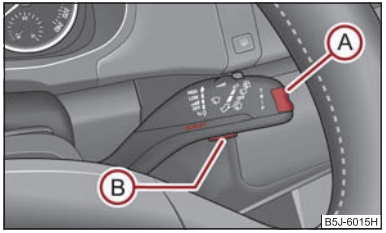

Fig. 19 Indicador multifunción: Elementos de mando
La conmutación de las memorias se efectúa con la tecla (B) ⇒ fig. 19 en la palanca del limpiaparabrisas.
La tecla basculante (A) y la tecla (B) se encuentran en la palanca del limpiaparabrisas ⇒ fig. 19.
Si la temperatura desciende por debajo de +4°C, delante del indicador de temperatura aparece un símbolo de copo de nieve (señal de advertencia para calzada helada), que parpadea 10 segundos y a continuación permanece junto con la temperatura externa. Simultáneamente se oirá una señal acústica. Después de pulsar la tecla basculante (A) en la palanca del limpia rabrisas ⇒ página 20, fig. 19 se repserenta la función que se visualizó por última vez.
En la pantalla aparece el tiempo de marcha desde la última vez que se borró la memoria ⇒ página 19. Si desea contar el tiempo de marcha a partir de un momento determinado, deberá borrar la memoria en ese momento pulsando la tecla (B) ⇒ página 20, fig. 19.
Si desea calcular el consumo medio de combustible para un período de tiempo determinado, deberá borrar la memoria al comenzar la nueva medición con la tecla (B) en la palanca del limpiaparabrisas ⇒ página 20, fig. 19. Tras borrarla, en la pantalla aparecerán guiones en los primeros 100 metros recorridos.
En el display aparece el kilometraje recorrido desde la última vez que se borró la memoria ⇒ página 19. Si desea contar el kilometraje recorrido a partir de un momento determinado, deberá borrar la memoria en ese momento pulsando la tecla (B) en la palanca del limpiaparabrisas ⇒ página 20, fig. 19.
El display indica la velocidad media en km/h desde la última vez que se borró la memoria ⇒ página 19. Si desea calcular la velocidad media para un período de tiempo determinado, deberá borrar la memoria al comenzar la nueva medición pulsando la tecla (B) en la palanca del limpiaparabrisas ⇒ página 20, fig. 19.